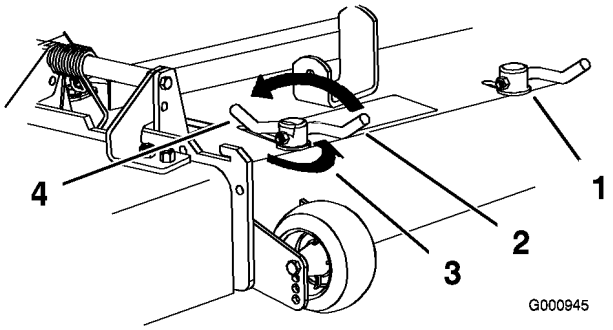

Figur 21
3. Sving spaken opp for å løsne kamlåsen for å justere kamlokkene (Figur 21).
5. Sving spaken tilbake over for å stramme til skjermen og kamlåsene (Figur 21).